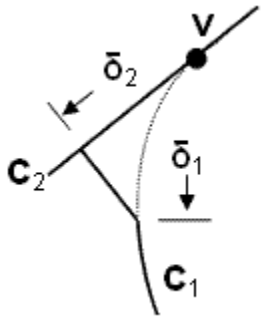

**Figure 1. Collapse angle syntax**
The collapse angle command is used to eliminate small angles at vertices, where curves meet at a tangential point. The command will split each curve at a specified distance (δ1 and δ2 ) as shown in Figure 1, and create two new vertices along those curves. The remaining small angle will be composited into its neighboring surface using virtual geometry. One of two methods may be used for specifying options for the **collapse angle** command: **(1) Simple**, and **(2) Complete** as described below:
**(1) Simple**
The **arclength** option will split each curve at a specified distance δ1 and δ2, (See Figure 1) measured from the vertex. You must input at least one **arclength** for each of the options listed below.